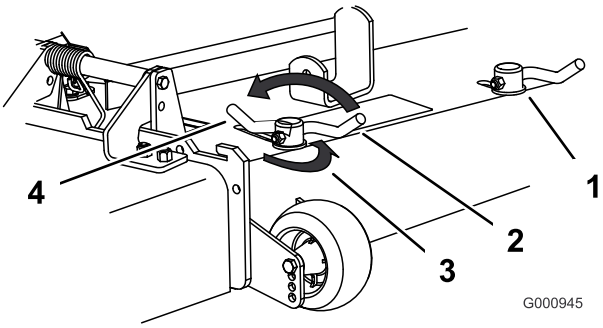

Figur 23
3. Knastlåsene justeres ved at svinge grebet op, så knastlåsen løsnes (Figur 23).
5. Sving grebet tilbage for at stramme skærm og knastlåse (Figur 23).